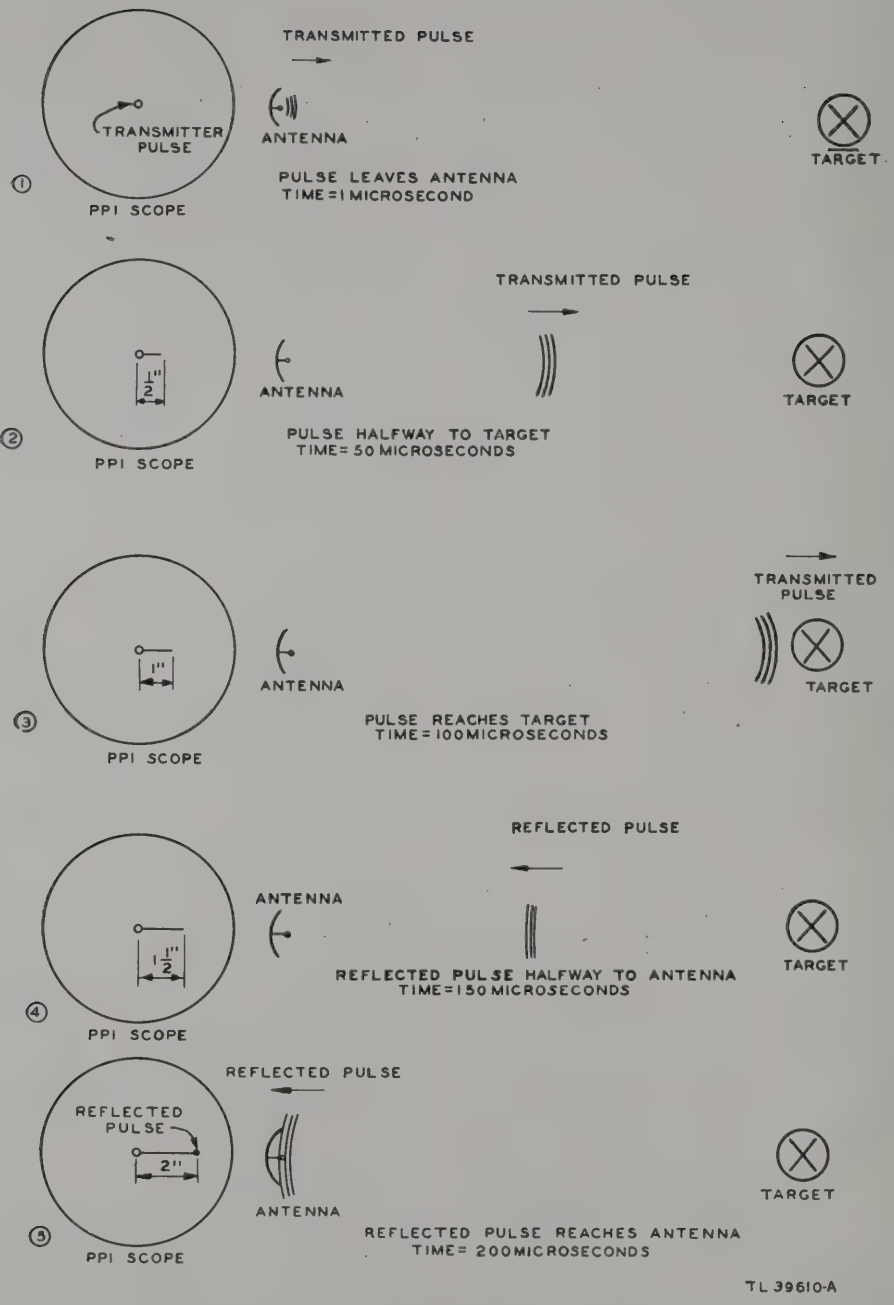

Figure 4. Measurement of time with PPI oscilloscope.
(1) The measurement of time is illustrated in the following example: Assume that a cathode-ray tube is used with a radial linear sweep which produces a beam whose velocity across the screen is 1 inch per 100 microseconds. The echo signals received from a target at a range of 18.6 miles are applied to the oscilloscope as a brightening of a point on the sweep. Following the same sequence of events as discussed in subparagraph e(2) above, figure 4[1] illustrates the radio-frequency pulse leaving the radar antenna and the horizontal sweep just starting across the screen. Since 1 microsecond has elapsed, the leading edge of the pulse has moved 0.093 mile from the antenna, and the sweep trace has moved 0.01 inch across the screen. The receiver detects the transmitted pulse, which shows on the screen of the oscilloscope as a bright spot. Fifty microseconds after being generated, the transmitted pulse has traveled half the distance to the target, and the sweep trace has moved 1/2 inch (fig. 4[2]). After 100 microseconds have elapsed the pulse reaches the target 18.6 miles away (fig. 4[3]), and the sweep trace has moved 1 inch. The reflected pulse returns to the radar antenna 100 microseconds later. Figure 4[4] shows the reflected pulse halfway back to the antenna, and figure 4[5] shows the reflected pulse and the sweep trace at the time that the pulse arrives at the antenna. A total time of 200 microseconds has elapsed from the time the transmitted pulse was sent out. During this 200-microsecond period the sweep trace has moved a total distance of 2 inches. For a distance representing the duration of the received pulse (1 microsecond) the trace on the face of the oscilloscope is brightened. Thus, with a constant sweep-trace velocity of 1 inch per 100 microseconds, a time scale is produced which is equivalent to 100 microseconds per inch times 0.093 mile per microsecond or 9.3 miles per inch of trace. If another target returned the transmitted pulse in 300 microseconds, the return signal would be indicated 3 inches from the start of the sweep, and the range of this target would be 300 x 0.093 = 27.9 miles.
(2) The single sweep trace described in the above illustration persists on the oscilloscope for only a short time. It is therefore necessary to repeat the pulse transmission and the sweep trace periodically. If the two operations are correctly synchronized, signals returned from the same target will be shown at the same range by successive sweep traces. The echo signals from all targets will be shown on the oscilloscope in their proper range positions.